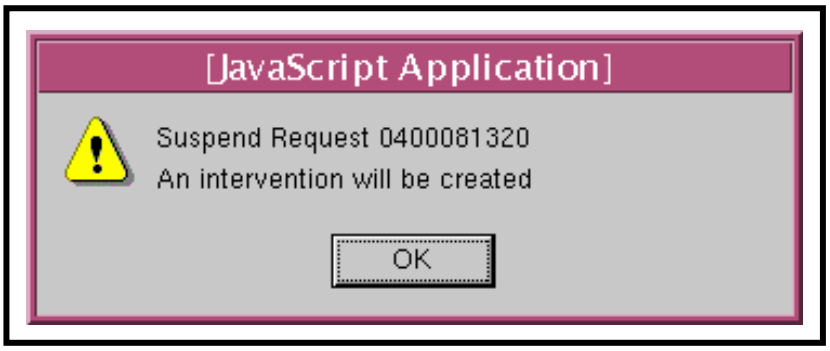

Figure 35. Suspend Request Dialogue Box
- A **Suspend Request** dialogue box (Figure 35) is displayed.
3 If a **Suspend Request** dialogue box (Figure 35) is displayed, click on the **OK** button: